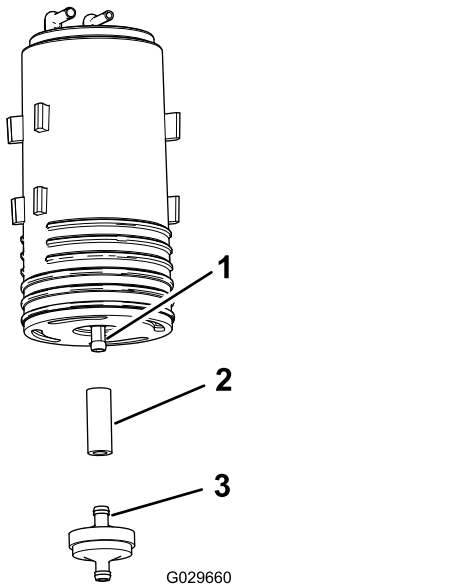

Figuur 46
4. Verwijder het koolstofhouderfilter en het korte gedeelte van de slang van de onderste fitting van de oude koolstofhouder (Figuur 46).
5. Monteer de slang op de onderste fitting van de nieuwe koolstofhouder (Figuur 46).
6. Steek de fitting van een nieuwe koolstofhouderfilter in de slang (Figuur 46).